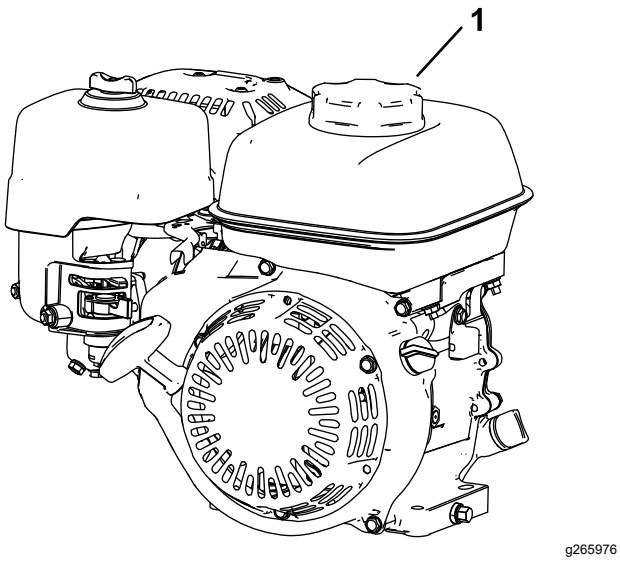

Figur 10
3. Rengjør rundt og ta av lokket på drivstofftanken (Figur 10).